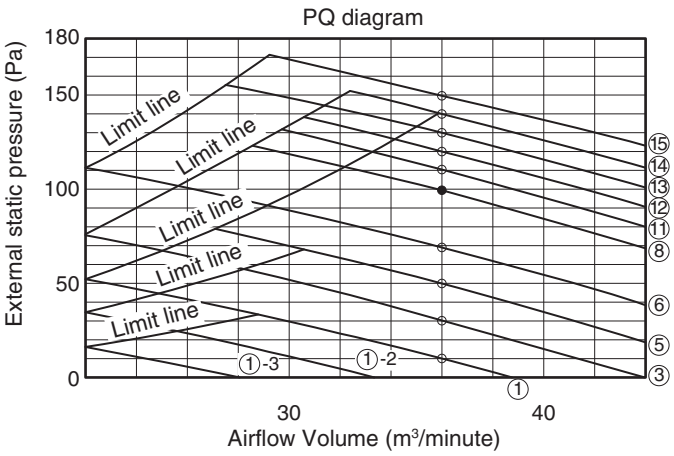

Fig. 2-132
- **Be sure to check that the external static pressure is within the range for use and then make the setting. Failure to observe this may result in insufficient airflow or water leakages. Refer to Fig. 2-132 for the external static pressure setting range.**
3. Short circuit the applicable short-circuit pin in accordance with the selected short-circuit pin connected (Fig. 2-132).
Refer to table 2-20-1 and Fig. 2-132 and select a value between "0001" and "0015".